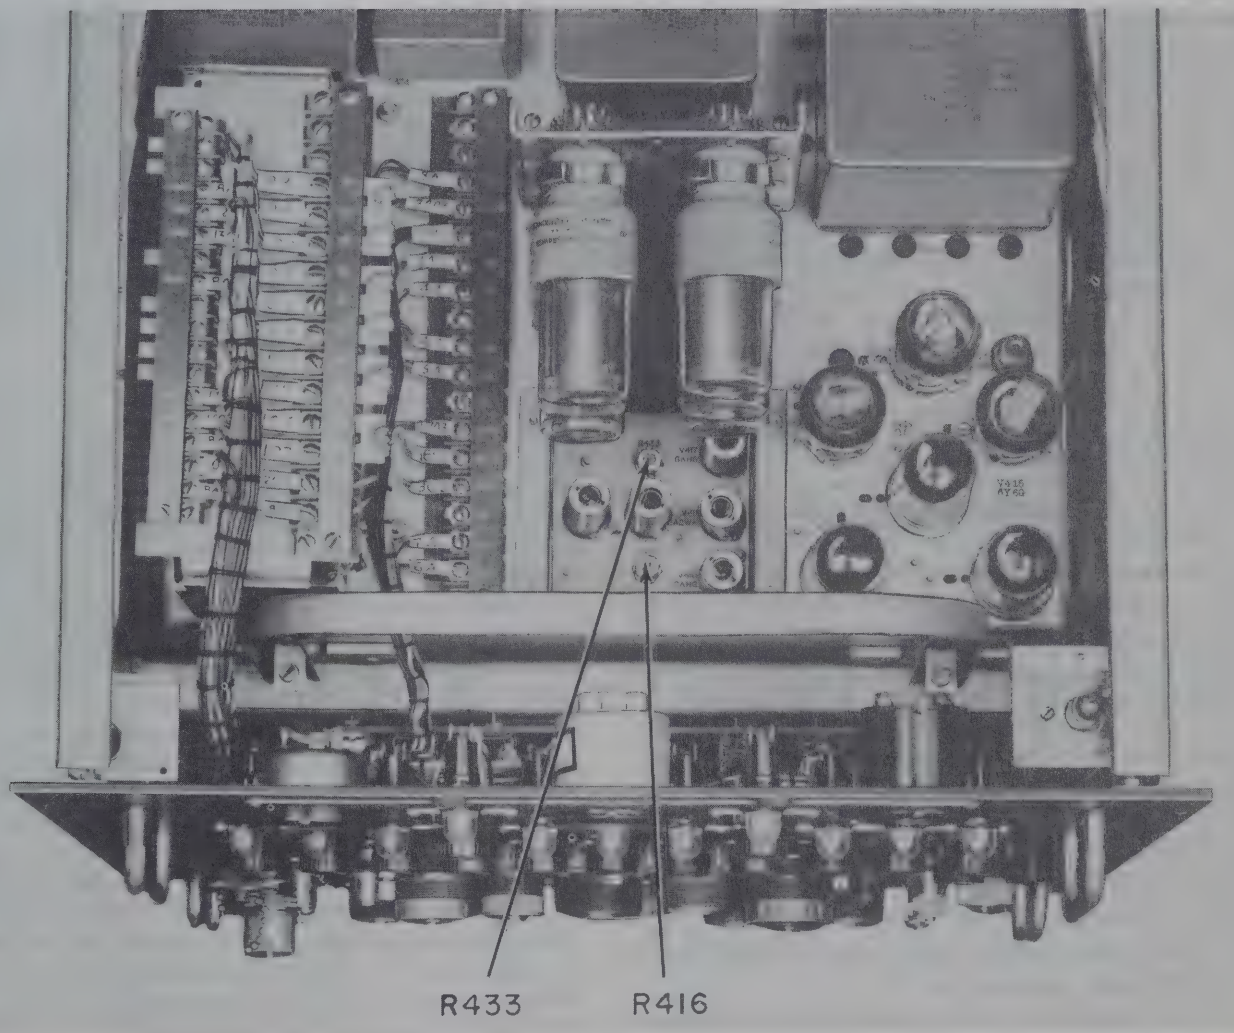

Figure 7—58. Power Supply Voltage Adjustments
signs of overheating (e.g., charred resistors or leaking insulating compound). A defective filter capacitor often causes overheating of its associated filter choke. Therefore, when trouble-shooting d-c power circuits, first check for signs of overheating, then make voltage and continuity checks. The power supply schematic diagram is shown in figure 7—115, and the voltage and resistance measurements are given in figure 7—60. Component locations are given in figures 7—56, 7—61 through 7—64.
The control chassis is mounted on the upper left side of the power supply chassis (see figure 7—56). Figure 7—57 shows the relays of this chassis and their controlling circuits. Failures traced to the control chassis can be located by continuity and voltage checks. Dirty relay contacts should be cleaned by burnishing. Replace relays with badly burned contacts. If it is necessary to replace the motor of K401, make certain that the black lead of the replacement motor is connected to ground. (This motor has a permanent-magnet field, and hence, reversed polarity would cause reversed rotation, resulting in improper operation of the timing relay.)
R433) adjust the d-c output voltage and are located in the top center portion of the unit (see figure 7–58). Adjustment of the time duration of the timing relay, K401, is performed by R443, located on the upper left side of the unit (see figure 7–59).
(See figure 7–58.)
Connect the voltmeter between ground (−) and terminal 1A (+) on E401 (see figure 7–56). Unlock and adjust R416 for a reading of 150 volts; then lock R416.
Connect the voltmeter between ground (−) and terminal 4A (+) on E401 (see figure 7–56). Unlock and adjust R433 for a reading of 300 volts; then lock R433.
(4) TIMING RELAY R443. *(See figure 7–59.)*